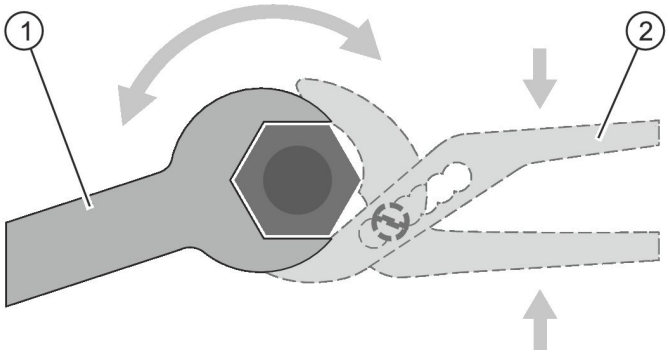

Abb. 31: Mit Rohrzange gegenhalten
1. ▸ Den Gewindeanschluss des Wärmeübertragers mit einer Rohrzange (Abb. 31 /2) fixieren.
2. ▸ Den Wärmeübertrager unter permanentem Gegenhalten des Gewindeanschlusses mit einem Sechskantschlüssel (Abb. 31 /1) an den bauseitigen Anschluss anschließen.